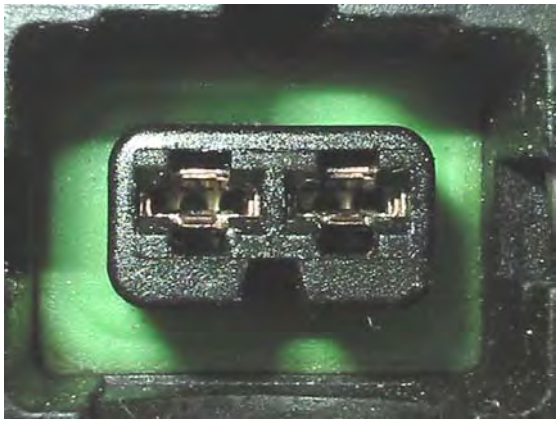
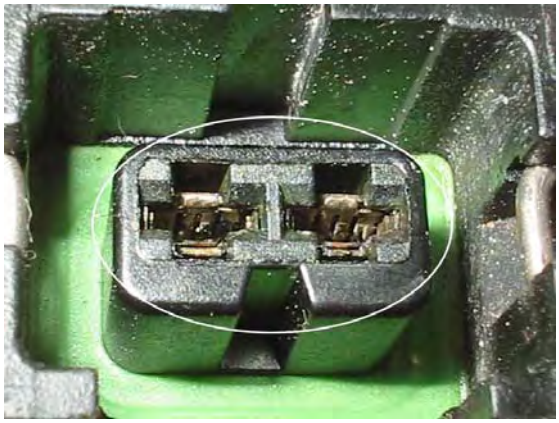
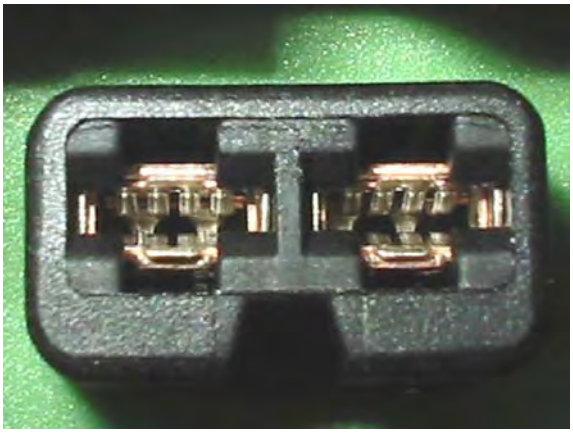

Figure 1 ***Crimp contacts worn out***
Figure 2 ***Crimp contacts burned***
Figure 3 Crimp contacts in good condition
2. ***Detach the wiring harness plug connection from the plug of the Proportional Pressure Reducing Valve and check the crimp contacts for damages. See Figure 1, Figure 2 and Figure 3.***